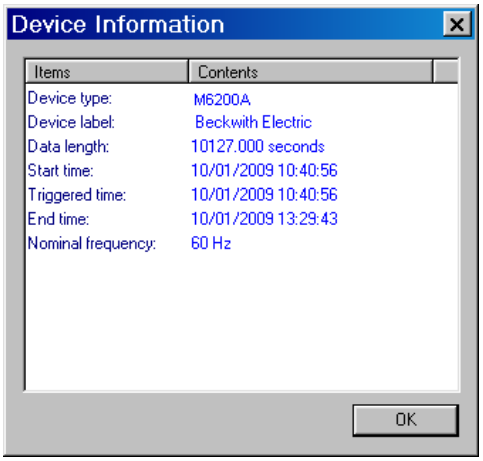

Figure 3-91 Device Information Screen
- Display the Device Information (Figure 3-91) for the corresponding TapPlot data file.